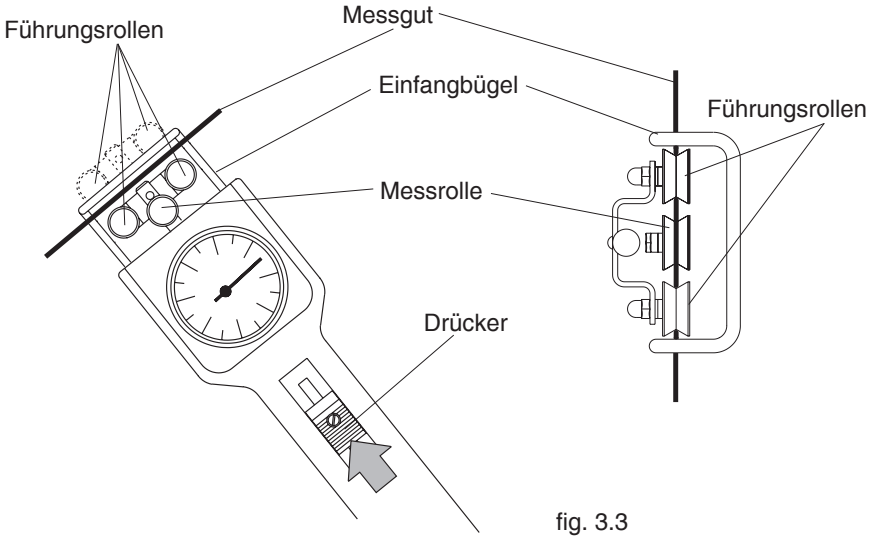

fig. 3.3
- Das Messgut am Einfangbügel anliegen lassen (fig. 3.3).